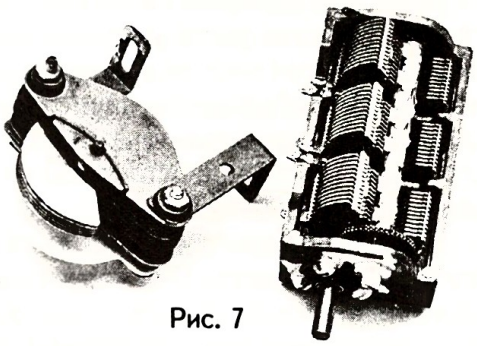

Рис. 7
1. Соберите по рис. 7 управляющую и исполнительную цепи реле.
Конденсаторы переменной емкости имеют более сложную конструкцию (рис. 7). Они состоят из двух групп металлических пластин, разделенных диэлектриком: воздухом, органической пленкой или керамикой. Одна группа пластин неподвижна. Это — статор; он жестко связан с корпусом конденсатора. Другая группа подвижных пластин образует ротор, размещенный на оси. При вращении оси подвижные пластины входят в зазор между неподвижными, и происходит их взаимное перекрытие. Максимальная емкость конденсатора достигается полным перекрытием пластин; она будет тем больше, чем больше пластин в конденсаторе и чем меньше расстояние между подвижными и неподвижными пластинами. При частичном перекрытии пластин емкость конденсатора меньше максимальной; чем меньше степень перекрытия, тем меньше и емкость.